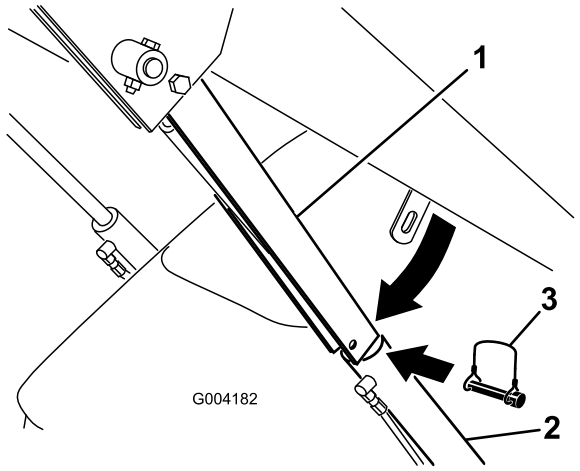

**Figur 24**
4. Ta bort hjulsprinten som håller fast cylinderlåset på lastarmen (Figur 24).
5. Sänk ner cylinderlåset över cylinderstaven och säkra den med hjulsprinten (Figur 24).